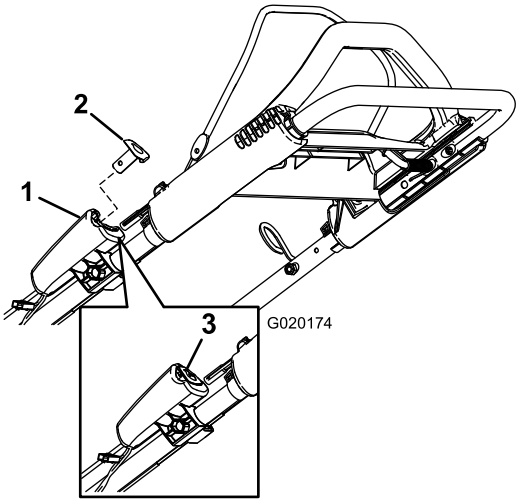
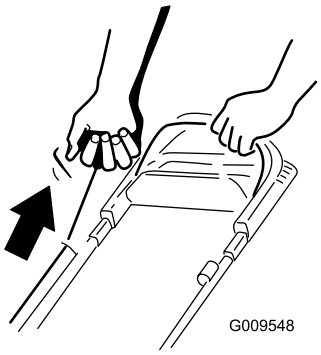

Figura 18
Figura 19
2. Presione el botón de arranque eléctrico (modelo de arranque eléctrico solamente; consulte Figura 18) o tire de la cuerda del arrancador de retroceso (Figura 19).
Nota: Si se ha retirado el botón de arranque eléctrico, introdúzcalo en el arrancador eléctrico; consulte Figura 18 (modelo de arranque eléctrico solamente).
con fuerza (Figura 19). Deje que la cuerda vuelva lentamente al manillar.